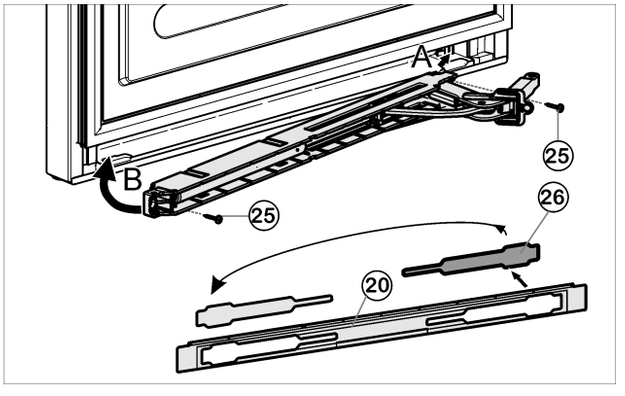

*Fig. 15*
- ▶ Détacher le cache *Fig. 15 (26)* du panneau *Fig. 15 (20)* et le remettre en place de l'autre côté.
- ▶ Encliqueter l'unité de l'amortisseur de fermeture avec l'articulation orientée vers la charnière (A) et bien la guider pour la repositionner (B).
▶ Visser l'unité d'amortisseur de fermeture à fond (2 Torx® 15) *Fig. 15 (25)*.